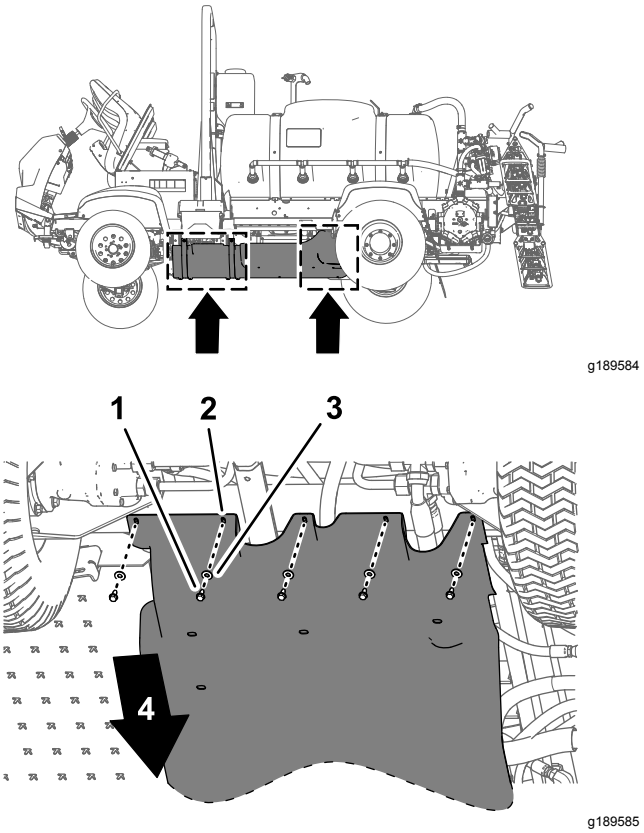
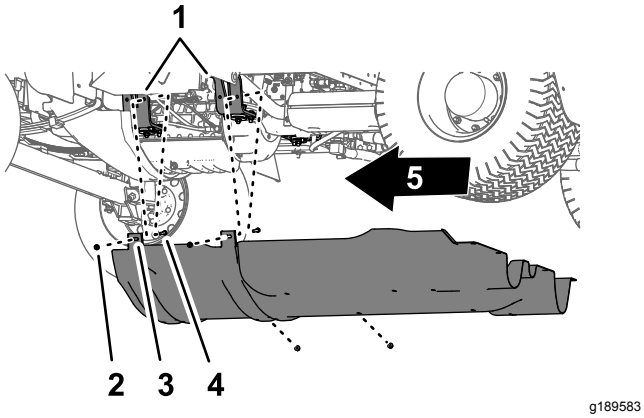

Figur 59
Figur 60
1. Ta bort de fem flänsskruvar (5/16 x ⅞ tum) och de fem brickor (5/16 tum) som fäster den bakre delen av underredshöljet vid maskinchassit (Figur 59).
2. Ta bort de fyra flänslåsmuttrarna (5/16 tum) från skruvarna och vagnsskruven som fäster monteringstapparna för underredshöljet på maskinens motormonteringsfästen (Figur 60).
4. Ta bort underredshöljet från maskinen (Figur 59 och Figur 60).
1. Rikta in underredshöljet mot maskinens nedre chassi enligt Figur 60 i Ta bort underredshöljet (sida 50).
2. Flytta underredshöljets monteringstappar över skruvarna och vagnsskruven som sitter vid motorns monteringsfästen. Se Figur 60 i Ta bort underredshöljet (sida 50).
3. Montera underredshöljet på motormonteringsfästena och skruvarna (Figur 60) med de fyra flänslåsmuttrarna (5/16 tum) som du tog bort i steg 2 i Ta bort underredshöljet (sida 50).
4. Rikta in hålen i den bakre delen av underredshöljet mot hålen i chassit. Se Figur 59 i Ta bort underredshöljet (sida 50).
5. Montera den bakre delen av underredshöljet på chassit (Figur 59) med de fem flänsskruvarna (5/16 x ⅞ tum) och fem brickorna (5/16 tum) som du tog bort i steg 1 av Ta bort underredshöljet (sida 50).